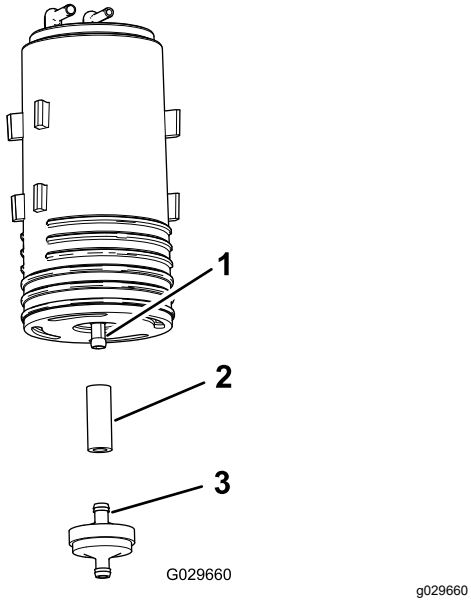

Figuur 45
4. Verwijder het koolstofhouderfilter en het korte gedeelte van de slang van de onderste fitting van de oude koolstofhouder (Figuur 45).
5. Monteer de slang op de onderste fitting van de nieuwe koolstofhouder (Figuur 45).
6. Steek de fitting van een nieuwe koolstofhouderfilter in de slang (Figuur 45).